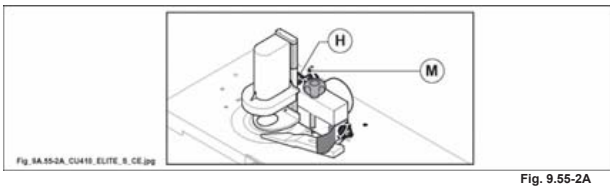

Fig. 9.55-2A
- allentare il pomello (H fig. 9.55-2A) e agire sul pomello (M fig. 9.55-2A) per eseguire la regolazione micrometrica;
- serrare il pomello (H fig. 9.55-2A).